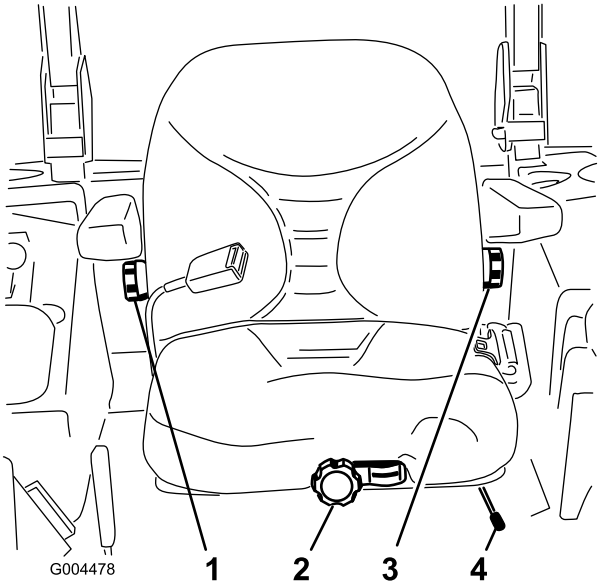

Figur 29
1. Sædet kan justeres ved at flytte håndtaget til siden for at låse sædet op (Figur 29).
Drej knappen foran på sædet i den ene eller den anden retning, mens du ikke sidder i førersædet, for at opnå den mest behagelige position (Figur 29).
Drej knappen under det højre armlæn til højre eller venstre for at opnå den mest behagelige position (Figur 29).
Drej knappen under det venstre armlæn til højre eller venstre for at opnå den mest behagelige position (Figur 29).